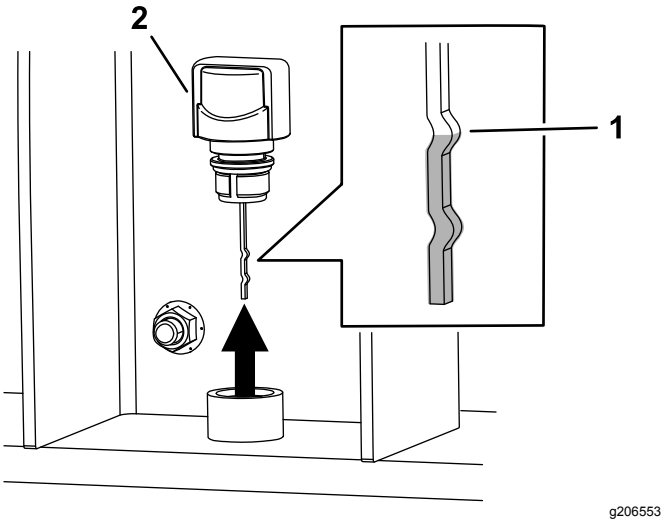

Figure 33
4. Nettoyez la surface autour du reniflard (Figure 33).
5. Retirez le reniflard (Figure 33).
7. Ressortez la jauge et vérifiez que le liquide atteint le cran supérieur (Figure 33). Remettez le reniflard en place.
Remarque: Le niveau de liquide doit atteindre le cran supérieur sur la jauge du reniflard (Figure 33)